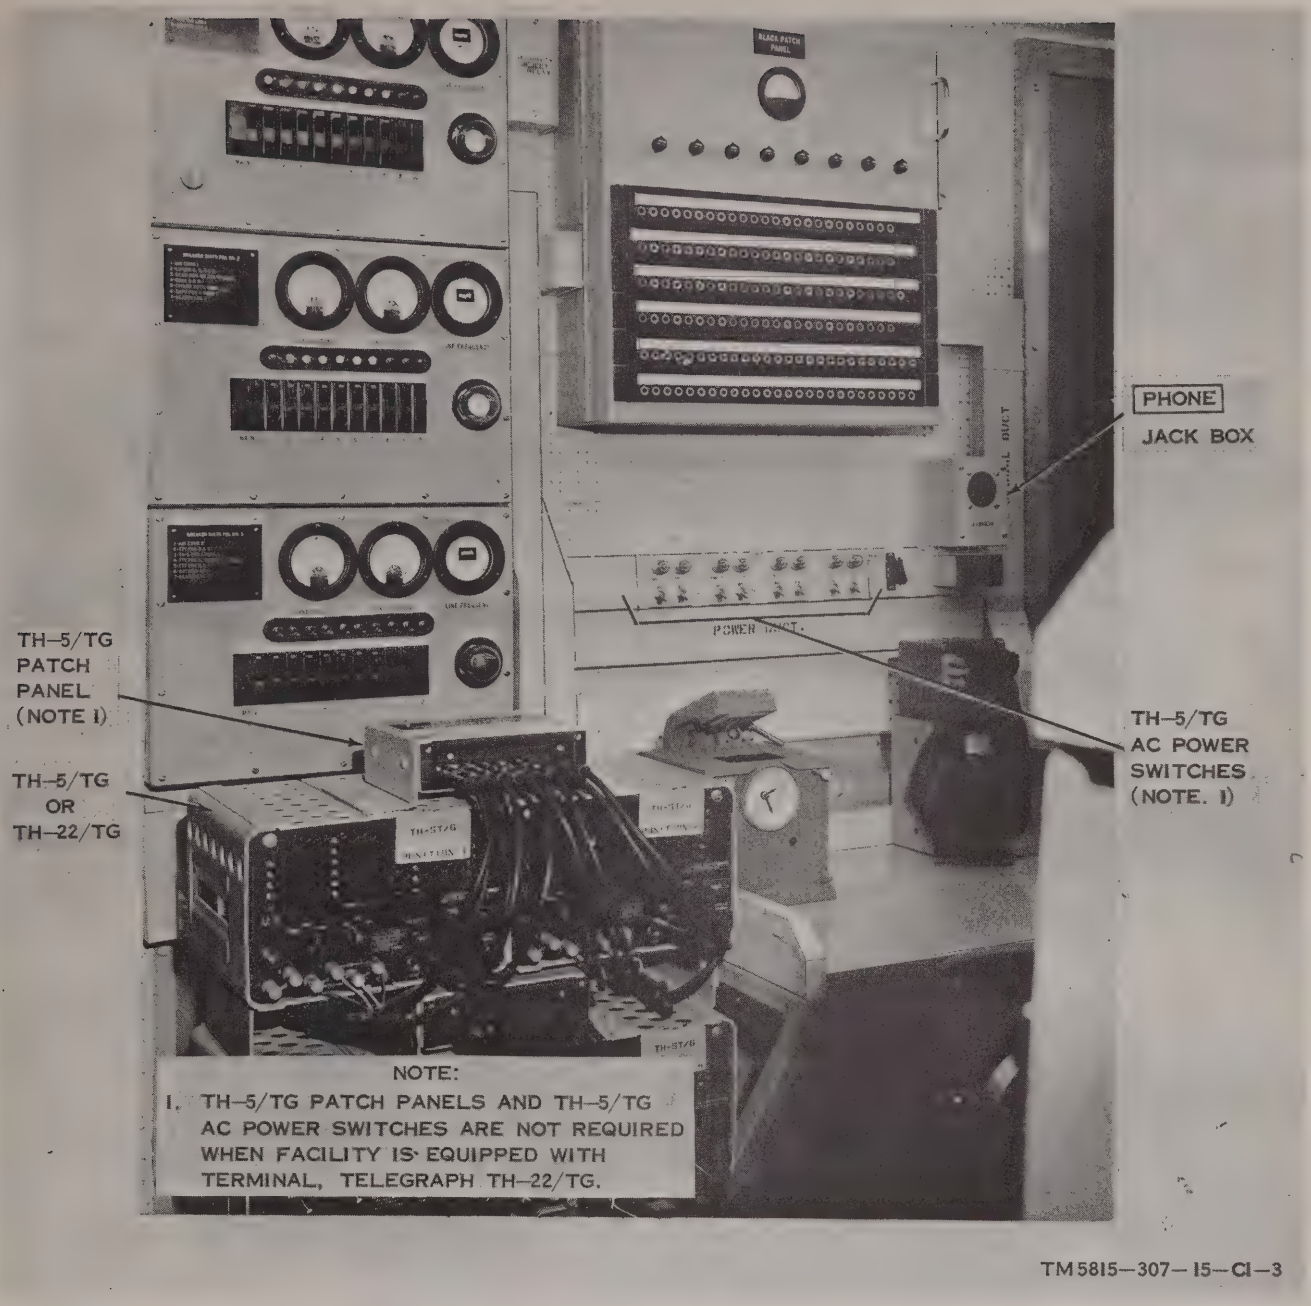

Figure 1-4. AN/MGC-22, part of curbside wall.
d. Power Distribution Panels (fig. 1-4). Three ac power distribution panels are mounted on the interior curbside wall, about in the center of the van. A metal identification plate, attached to each power distribution panel, lists the equipments which are supplied power by that particular power distribution panel. Each power distribution panel contains the following:
(1) Three meters: LINE VOLTAGE, LINE CURRENT, and LINE FREQUENCY.
(2) A large neon bulb (NE-34); when lighted, indicates that power is applied to the power distribution panel.
(3) A main circuit breaker.
(4) Tributary circuit breakers.
(5) Tributary circuit breaker indicator lights (neon bulbs NE-45).
c. TH-5 / TG Patch Panels (fig. 1-4). There are four TH-5 / TG patch panels. Each patch panel contains the jacks for two TH-5 / TG's. A TH-5 / TG patch panel is located above each pair of TH-5 / TG's on the curbside wall of the van. The patch panels are hard-wired to the circuitry of the BLACK PATCH PANEL. The front of each TH-5 / TG patch panel contains the jack positions, such as TH-5 / TG LINE 4WS, 4WR, and the TH-5 / TG LOOP SEND and REC jacks.
d. TH-5 / TG Switch Panel (fig. 1-4). The TH-5 / TG switch panel is located just below the BLACK PATCH PANEL on the curbside wall of the shelter. The switch panel contains eight switches and eight indicator lights. Each switch controls the ac applied to a TH-5 / TG.
a. SECURITY DEJECT RELAY (fig. 1-4). A SECURITY DEJECT RELAY is mounted on the curbside wall of the van, between power distribution panel number 1 and the BLACK PATCH PANEL. The SECURITY DEJECT RELAY contains the circuitry which automatically controls the ac power to the COMSEC equipment. The SECURITY DEJECT RELAY remove ac power from the COMSEC equipments when the telephone plug is inserted into the PHONE jack. This arrangement may be bypassed by placing the specially protected DEJECT-BYPASS switch, adjacent to the telephone, in the BYPASS position.
c. DEJECT-BYPASS Switch. A DEJECT-BYPASS switch (fig. 1-4) is located on the curbside wall, near the telephone. It is specially protected with a shield to prevent accidental placement in the BYPASS position. The switch is part of the SECURITY DEJECT RELAY and security deject indicator circuit. When the DEJECT-BYPASS switch is in the BYPASS position, the SECURITY DEJECT RELAY circuitry is bypassed.